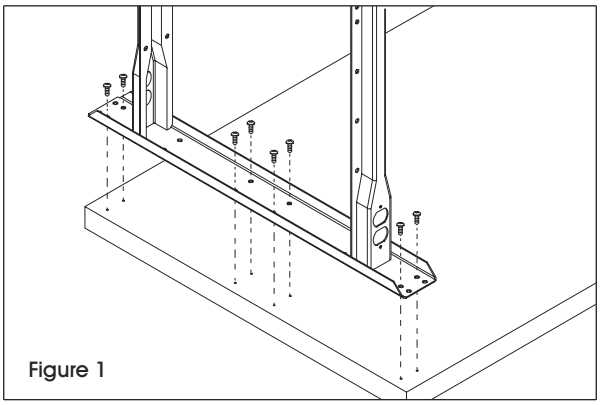

Figure 1
1. Using 24 wood screws, attach legs to the underside of the 96" top (5) through pre-drilled holes. (See Figure 1)
1. Using 17 wood screws, attach L-leg (6) and leg (2) to the underside of 48" top (8) through pre-drilled holes. (See Figures 1 and 2)